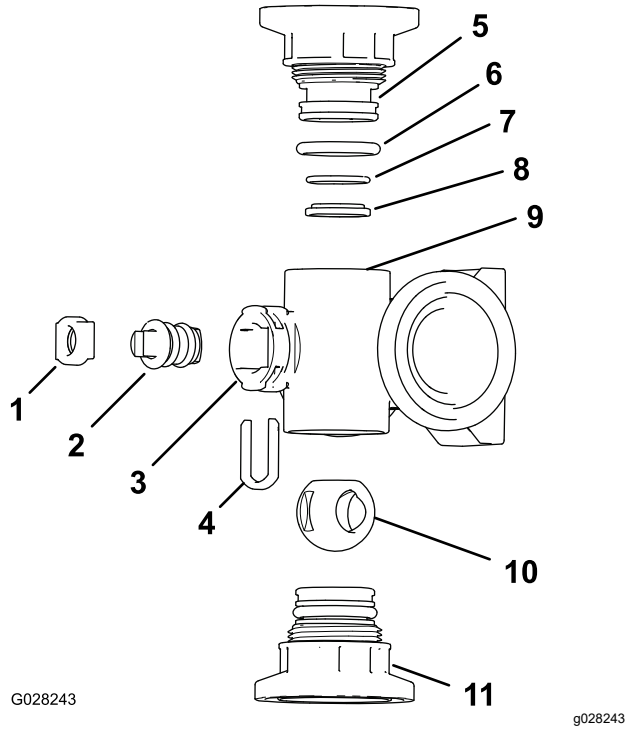
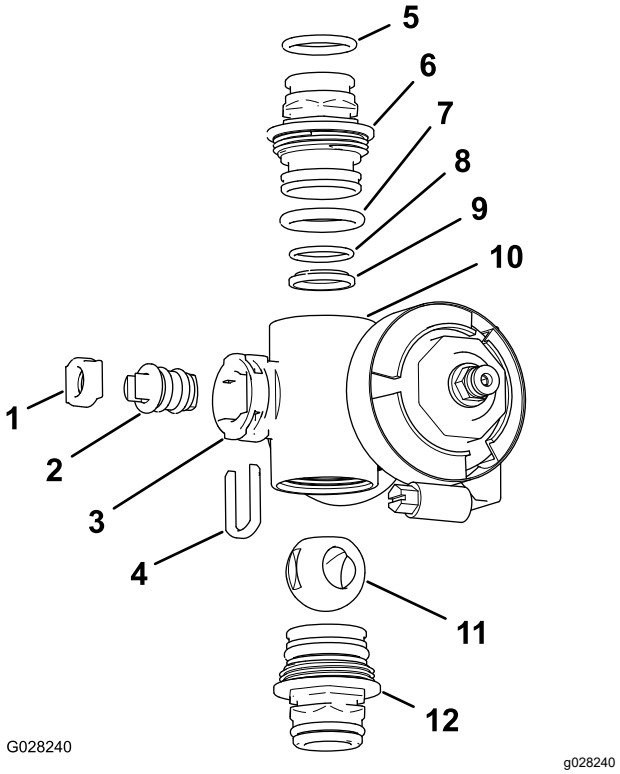

Figure 131
Figure 132
2. Remove the 2 end-cap-fitting assemblies from each end of the manifold body (Figure 131 and Figure 132).
4. Remove the stem retainer from the slots in the stem port in the manifold (Figure 131 and Figure 132).
5. Remove the stem retainer and valve stem seat from the manifold (Figure 131 and Figure 132).
6. Reach into the manifold body and remove the valve-stem assembly (Figure 131 and Figure 132).
1. Check the condition of the outlet fitting O-rings (section valve manifold only), end cap O-rings, back seating O-rings, and ball seat for damage or wear (Figure 131 and Figure 132).
2. Apply silicone grease to the valve stem and insert it into the valve stem seat (Figure 131 and Figure 132).
3. Install the valve stem and seat into the manifold and secure the stem and seat with the stem retainer (Figure 131 and Figure 132).
4. Ensure that the back seating O-ring and the ball seat are aligned and seated into the end-cap fitting (Figure 131 and Figure 132)
5. Install the end-cap fitting assembly onto the manifold body until the flange of the end-cap fitting touches the manifold body (Figure 131 and Figure 132), then turn the end-cap fitting an additional 1/8 to 1/4 turn.